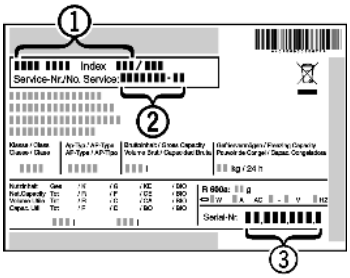

Fig. 18
▶ Relever la désignation de l'appareil *Fig. 18 (1)*, le n° de service *Fig. 18 (2)* et le n° de série *Fig. 18 (3)* sur la plaquette signalétique. Cette plaquette se trouve sur la paroi intérieure gauche de l'appareil.
▶ Informer le S.A.V. et lui communiquer la panne, la désignation de l'appareil *Fig. 18 (1)*, le n° de service *Fig. 18 (2)* et le n° de série *Fig. 18 (3)*.